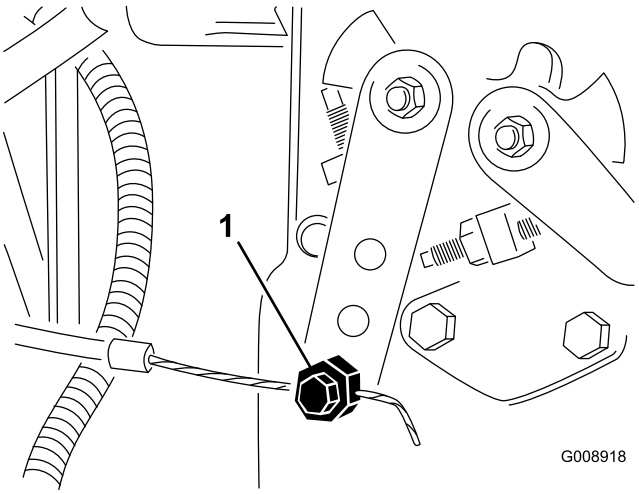

Figuur 74
2. Maak de klem van de gaskabel op de hefboomarm van de injectiepomp los (Figuur 74).